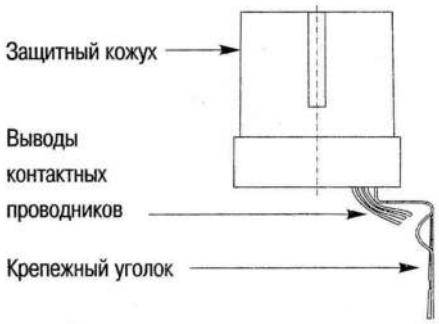

Рисунок 8. Установка фотореле
4.7. Кабель датчика освещения (фотореле) поставляется в сборе с фотореле и вводится в щит после непосредственной установки фотореле на крепежном уголке *(см. рис.8)*. Кабель подключается к клеммам *X3.1, X3.2 и X3.6* как показано на *Рисунке 6*.